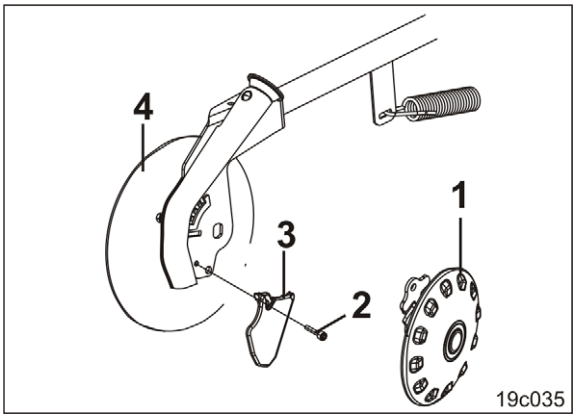

**Fig. 275**
1. Démontez le disque en plastique (Fig. 275/1) (voir chap. "Réglage des disques en plastique RoTeC+", en page 140)
2. Dévissez la vis (Fig. 275/2) (couple de serrage 30-35 Nm).
3. Remplacez la pointe (Fig. 275/3) et procédez au remontage dans l'ordre inverse.
La pointe (Fig. 275/3) ne doit pas dépasser du bord du disque de semis (Fig. 275/4). Le cas échéant, remplacez le disque de semis.